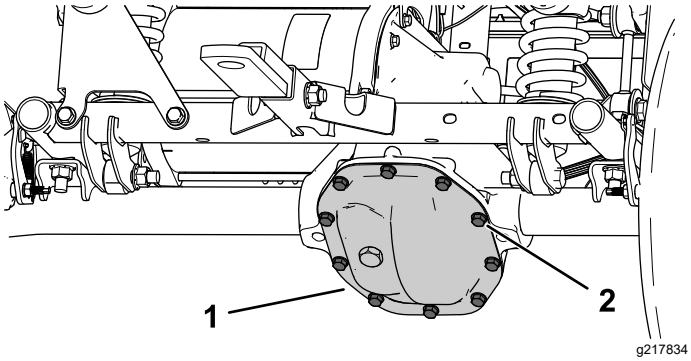

Figur 48
1. Plasser et tappefat under transakseldekselet (Figur 48).
2. Fjern boltene fra transakseldekselet, og tøm væsken helt (Figur 48).